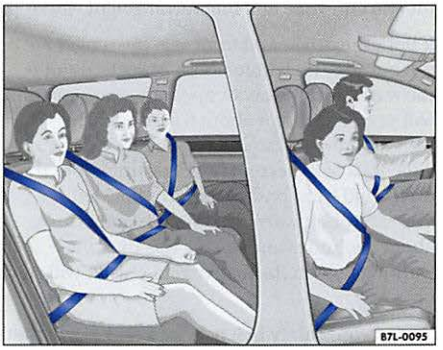

Fig. 5 Illustration of principle: occupants wearing safety belts
- **Safety belts are the single most effective means available to reduce the risk of serious injury and death in automobile accidents. For your protection and that of your passengers, always correctly wear safety belts when the vehicle is moving ⇒ fig. 5.**